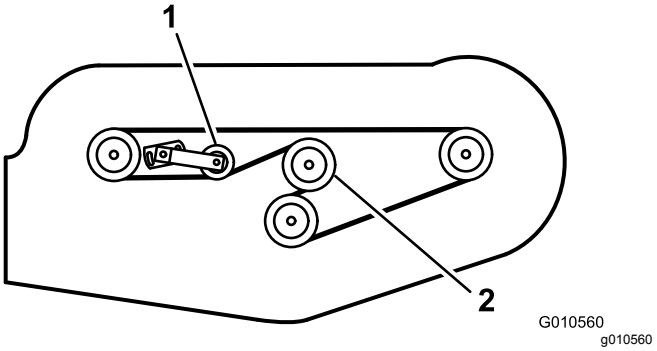

Figur 30
6. Monter den nye remmen rundt girkasselederullen, spindelrullene, den faste lederullen og den justerbare lederullen (Figur 30).